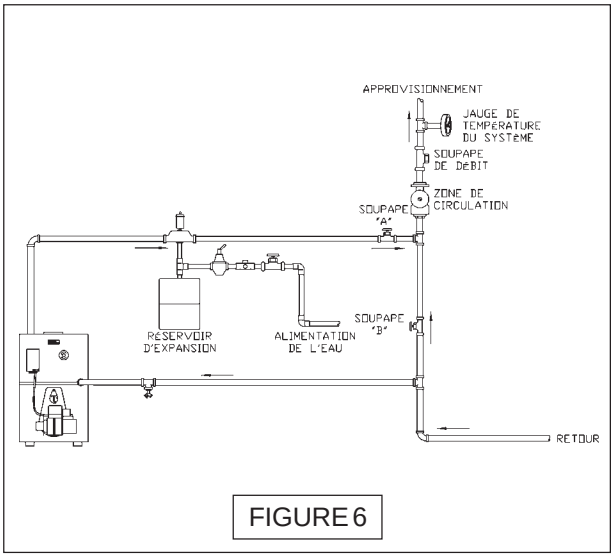

FIGURE 6
A. Cette méthode sert à protéger les systèmes, qui ont des panneaux radiants et aussi le matériel dans lequel ils sont enchâssés ,de la température élevée de l'eau de la chaudière. Voir la figure 6 ci-dessus.